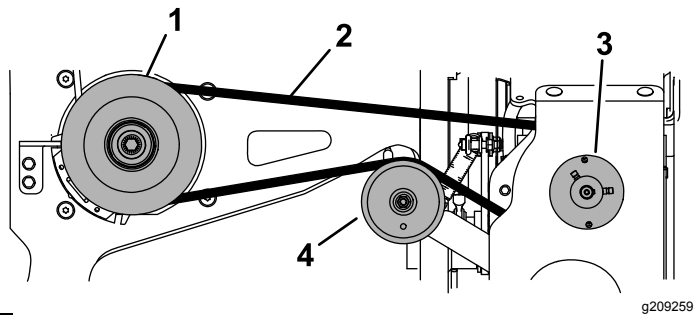

Figura 6
Pase la correa por la polea del embrague y la polea tensora de la máquina (Figura 6).
4. Retire la correa (Figura 6).